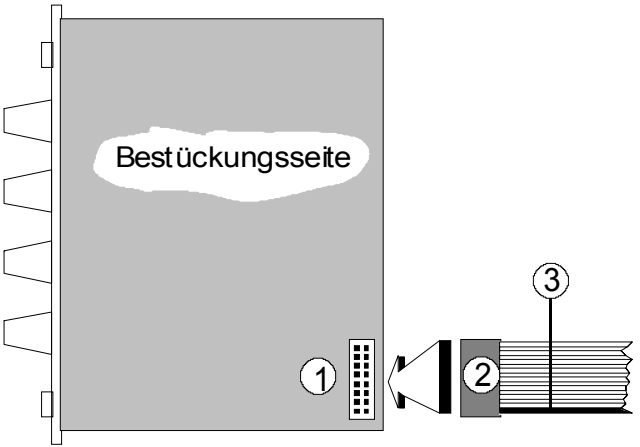

Abb. 1: Montage des Flachbandkabels am Modul
❒ Schließen Sie das jedem Modul beiliegende **Flachbandkabel** an den **Bus-Stecker des Moduls** (s. ① in Abb. 1) an. In der Regel ist dieser 16-polig, bei einigen Module aber auch nur 10-polig. Suchen Sie beim Flachkabel die passende, aufgepreßte Buchse (s. ② in Abb. 1) aus und drücken Sie diese vorsichtig auf den Bus-Stecker des Moduls.
⚠ Achten Sie darauf, daß die **farbige Markierung des Kabels** beim Blick auf die Bestücksseite **unten** liegt (s. ③ in Abb. 1) und daß die Buchsen **bündig** (nicht seitlich versetzt) auf den Steckern sitzen, da andernfalls die Module bei Inbetriebnahme zerstört werden!